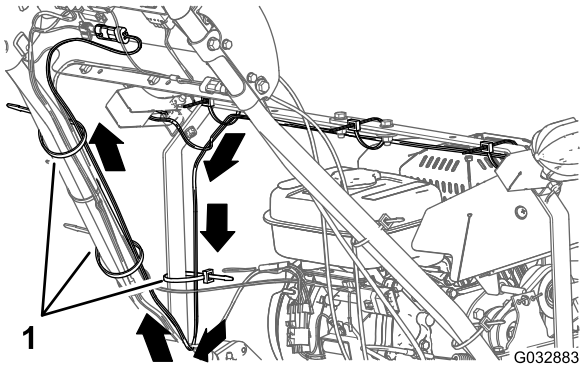

Rysunek 13
1. Poprowadź wiązkę przewodów zestawu lamp LED w dół wzdłuż lewej listwy wsporczej lamp do lewej rury drążka kierowniczego (Rysunek 13).
2. Poprowadź wiązkę przewodów w górę wzdłuż lewej rury drążka kierowniczego aż do panelu sterowania (Rysunek 13).
3. Za pomocą 3 opasek kablowych zamocuj wiązkę przewodów do lewej listwy wsporczej lamp oraz rury drążka kierowniczego w sposób pokazany na Rysunek 13.